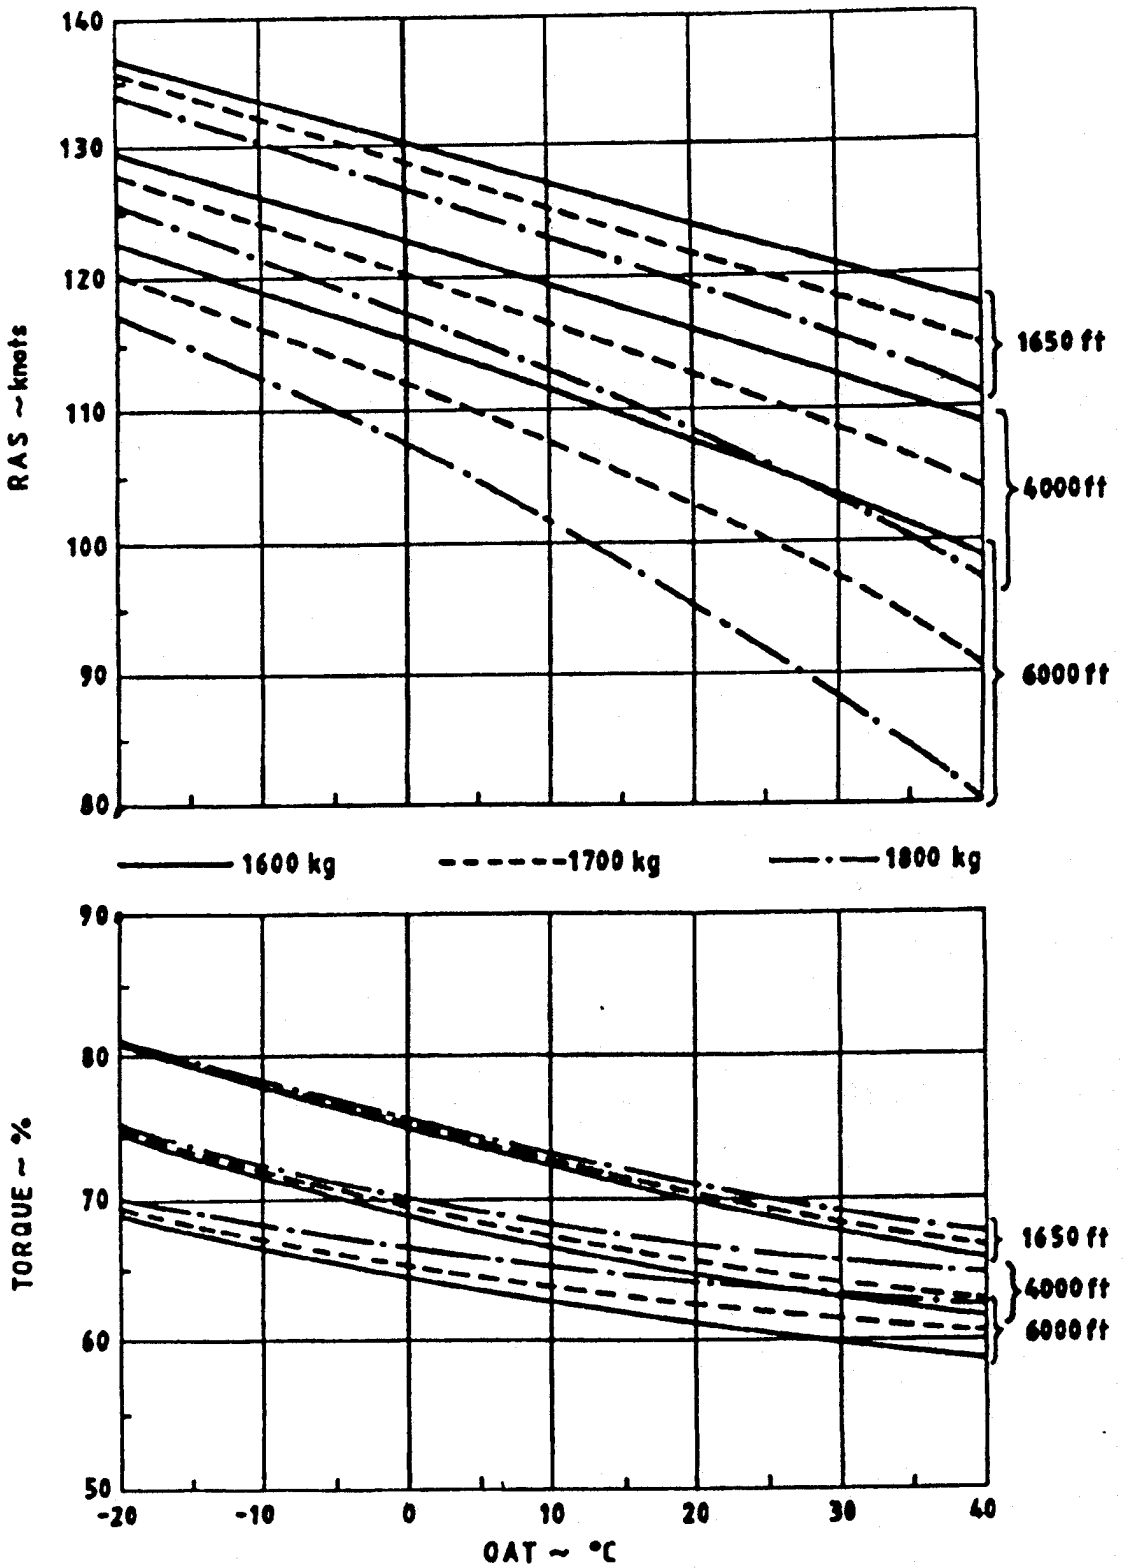

Fig .2 - Level Flight Performance - IPS (Index 30 °)
(2) Check RAS/CAS at **IPS** within 5% of theoretical airspeed, and torque within 2½% of theoretical torque at IPS **and** MPS. (See Fig. 2, 2A, 3 and 3A for Ex-mil.)